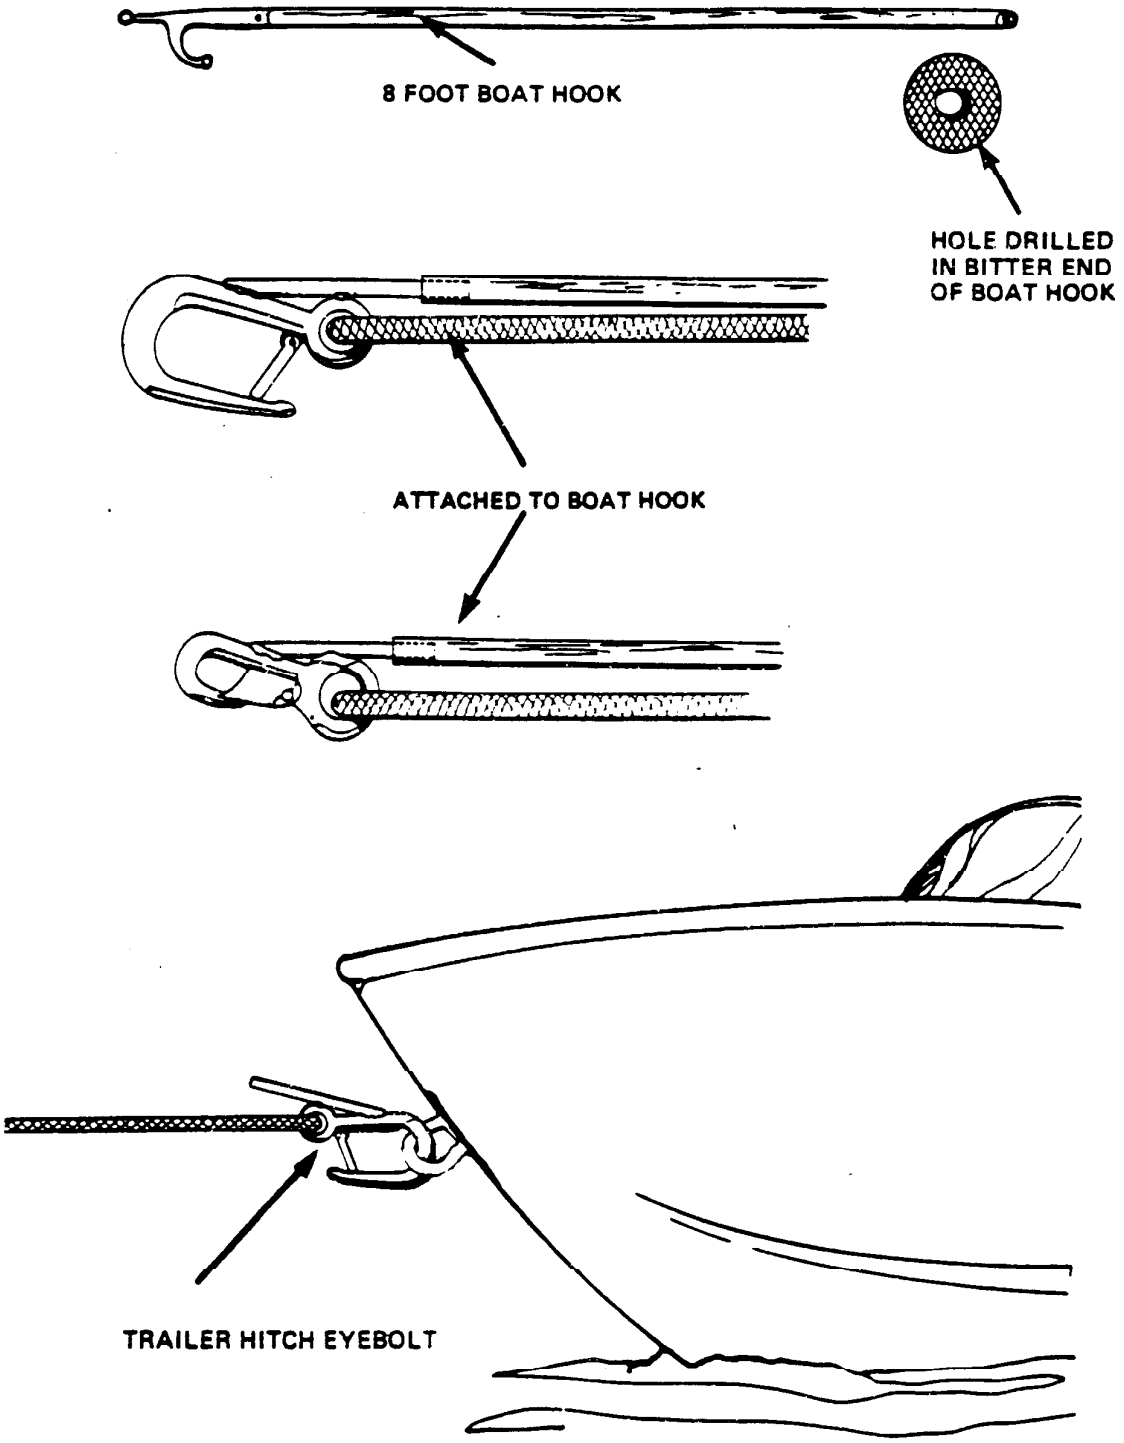

Figure 12-23 Towing With Kicker Hook
(3) Extend the boat hook and attach the kicker hook to the trailer eyebolt.
(4) Remove the boat hook. (See Figure 12-23).